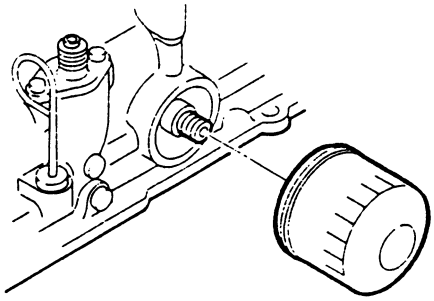

Fig. 7.1
(2) **Change oil filter (Fig. 7.1):**